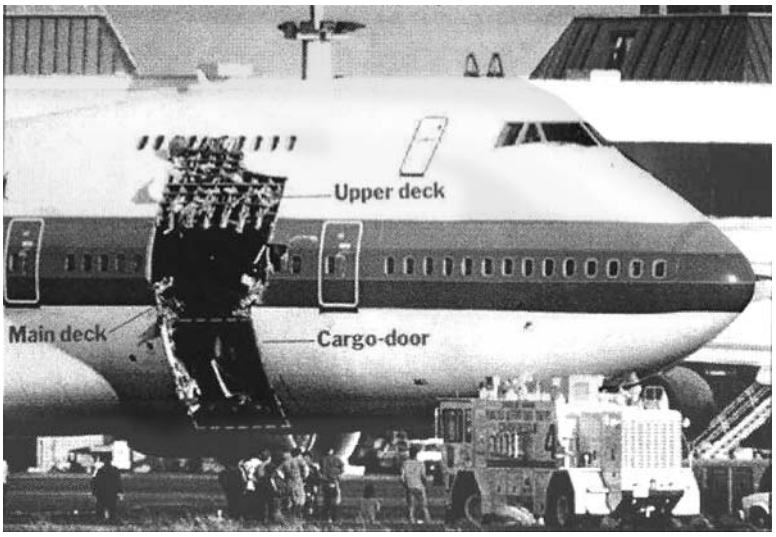

Figure 1–4. United Airlines aircraft decompression.
- In 1989, a Boeing 747–122 from United Airlines lost its forward cargo hold door, resulting in an explosive decompression. Out of the 355 passengers, there were nine fatalities; they were ejected from the airplane and lost at sea (fig. 1–4).